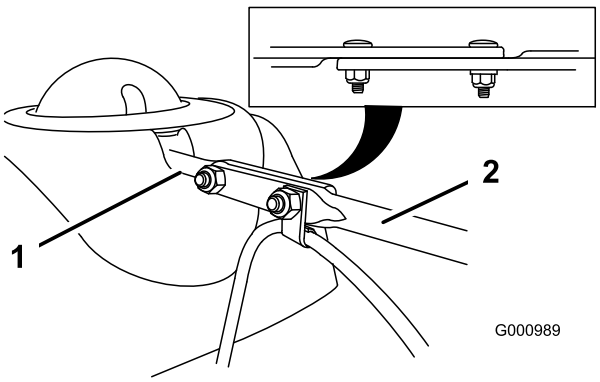

Figur 9
3. Legg den flate, bakre delen av det lange sjaktkontrollstaget i linje med den flate fremre delen av det korte staget som strekker seg fra fronten på kontrollpanelet slik at de går inn i hverandre (Figur 9).